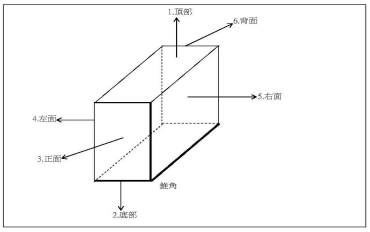

Figure 1
1. Drop the 6 sides of the carton (Figure 1)